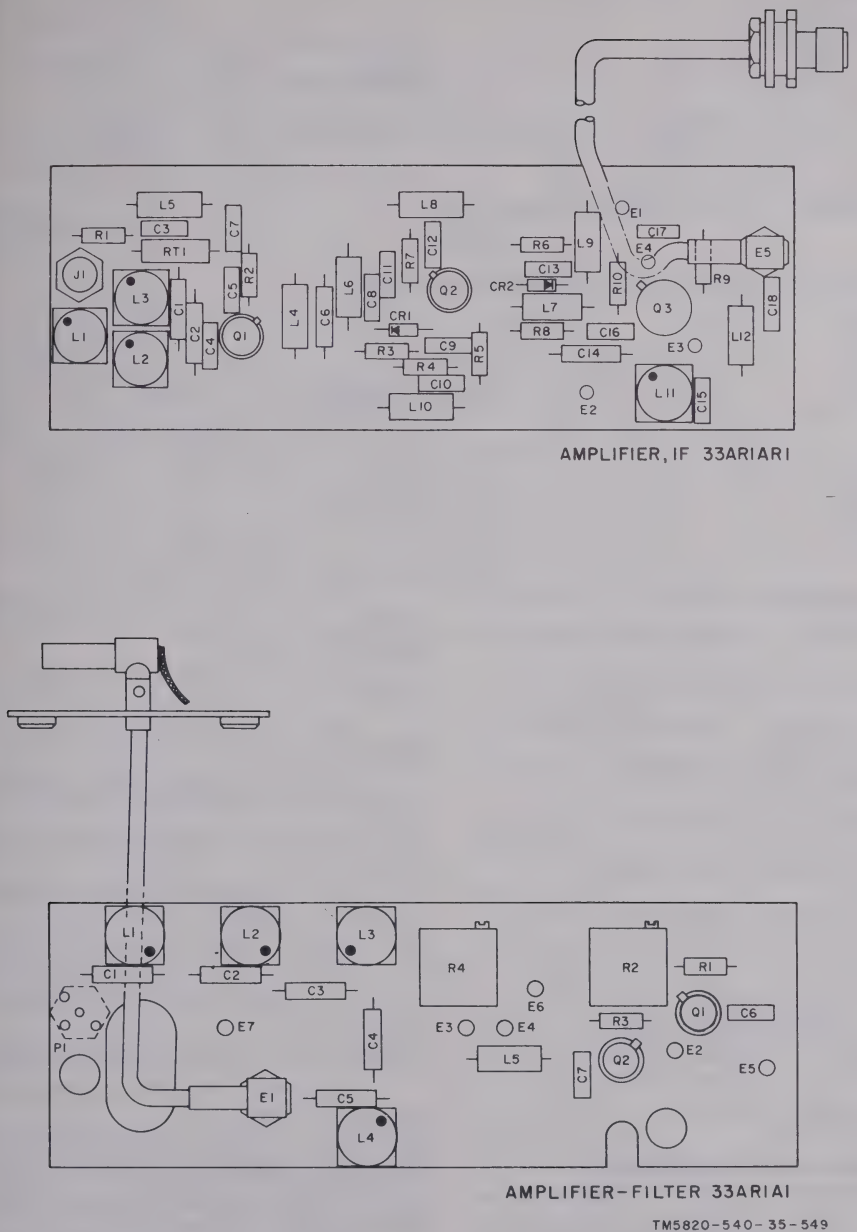

Figure 4-285. Intermediate frequency amplifier 33AR1 or 34AR1 parts location.
High input vswr	Check the resistance of Q1 (fig. 4-285) (33/34AR1AR1Q1) and components of Q1 base circuit. Replace components as required.
d. Voltage and Resistance Measurements (fig. 4-285).